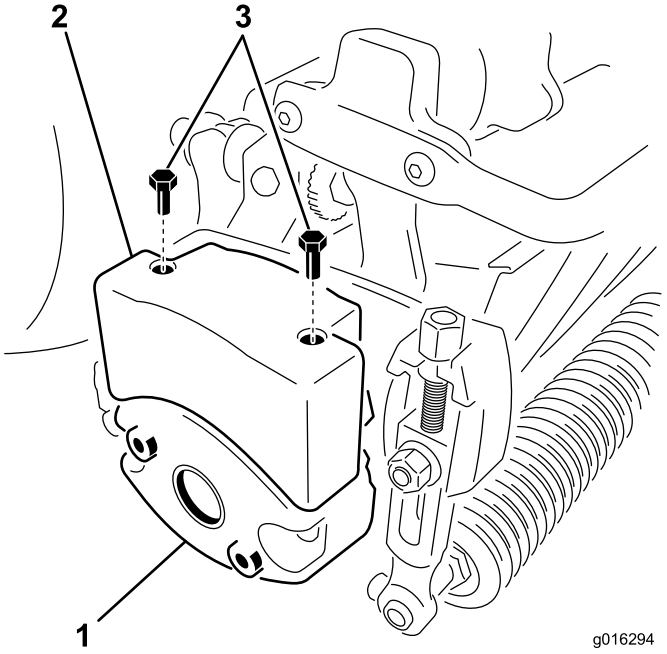

**Figur 10**
4. Ta bort de två bultar som fäster vikten på sidan av klippenheten (Figur 10).
6. Montera en övre vikt på klippenhetens vikt med två sexkantskruvar (Figur 10).